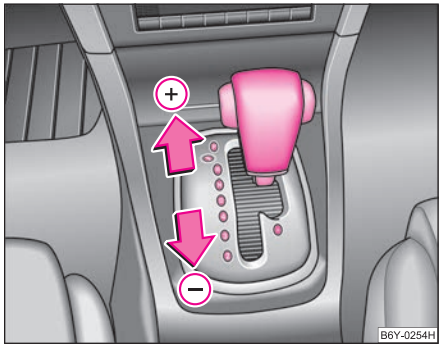

Fig. 125 Selector lever: Manual shifting of gears
– One-touch forward of the selector lever (in the Tiptronic position) ⇒ page 135, fig. 125 (+).